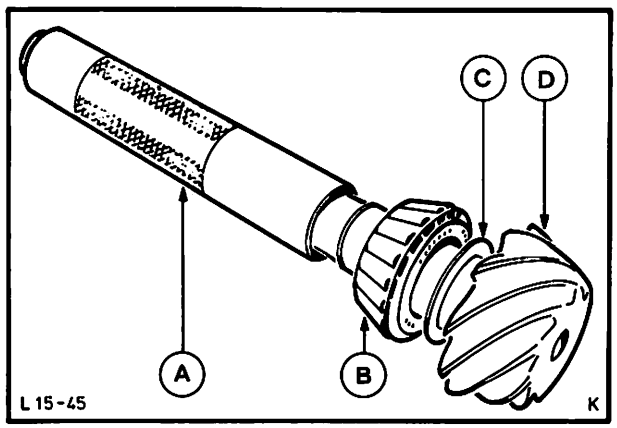

Abb. 73 A = Aufpreßdorn 15-042
33. Meisterritzel und Meßwelle ausbauen. Ausgemessene Ausgleichscheibe mit Kegelrollenlager vom Meisterritzel entfernen und auf das einzubauende Antriebskegelrad schieben. Kegelrollenlager mit Spezialwerkzeug 15-042 aufpressen, Abb. 73.